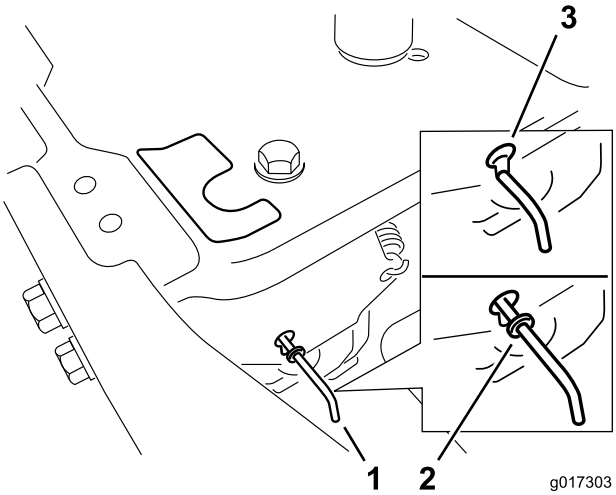

Figur 21
4. Flyt omløbshåndtagene fremad gennem nøglehullet og nedad for at låse dem på plads (Figur 21).
Flyt omløbshåndtagene bagud gennem nøglehullet og nedad for at låse dem på plads, som vist i Figur 21.